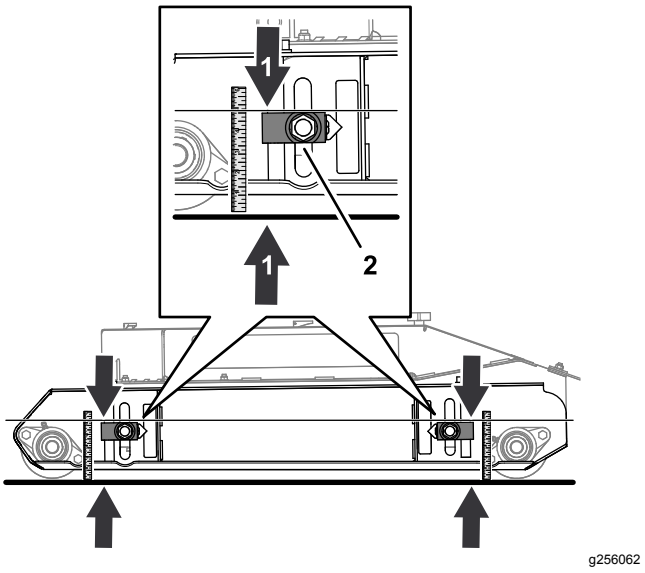

Rysunek 79
1. Poluzuj nakrętkę mocującą blok regulacji wysokości cięcia (Rysunek 79).
2. Przesuwaj element regulacji wysokości cięcia w górę lub w dół tak, aby uzyskać odległość 124 mm między górą bloku regulacji a podłożem (Rysunek 79).